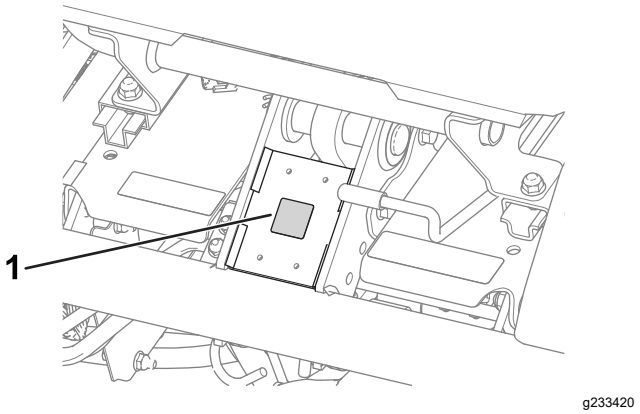

Figur 10
- Placera CE-märkningsdekalen på ramen under sätets främre del (Figur 10).